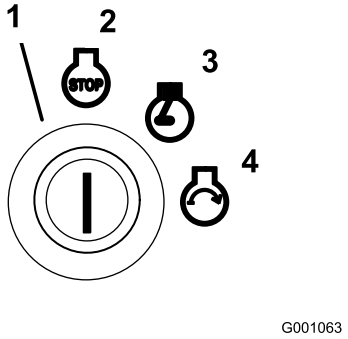

Figur 13
6. Vrid tändningsnyckeln medsols till körläget (Figur 13).
9. Vrid nyckeln till startläget så tänds glödstiftslampan på nytt. Släpp nyckeln när motorn startar (Figur 13).
2. Vrid tändningsnyckeln medsols till körläget (Figur 13).
4. Vrid tändningsnyckeln till det avslagna läget (Figur 13). Vänta tills alla rörliga delar har stannat innan du lämnar förarplatsen.